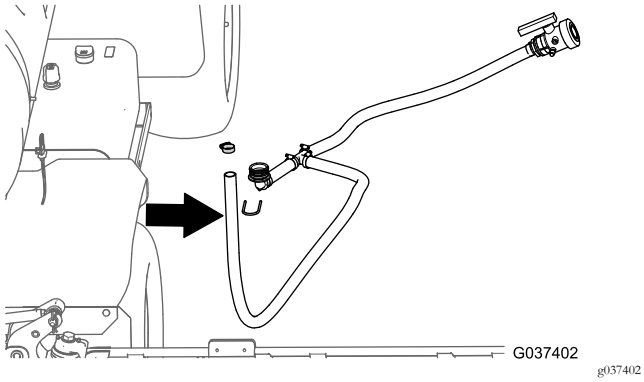

Figuur 30
5. Verwijder de omloopslang en de aftapslang van de machine (Figuur 30).